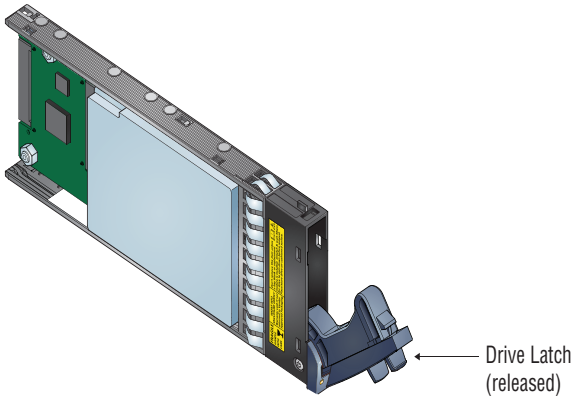

Figure 8–4: 5000 Series Drive Carrier Latch
5. Wait 30 seconds before unlatching the drive at the physical location indicated in *Step 3*. Note that on 5000 Series units, the latch is located on the top of the drive carrier, as shown in *Figure 8–4*